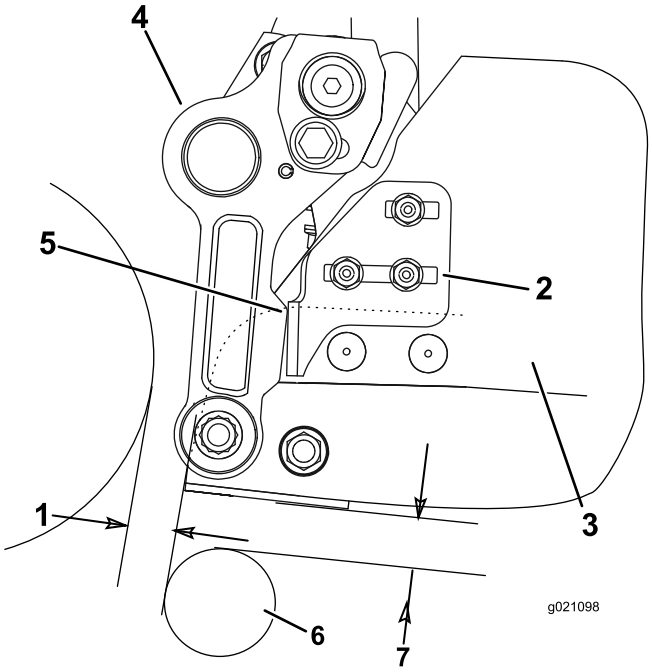

Figure 10
- On each side of the basket, loosen the carriage bolt nuts securing the basket stop brackets to the basket (Figure 10).
- Position the basket so that it is parallel to the cutting unit with a minimum clearance of .250 inches (6 mm) between the lip of the basket and the reel (Figure 10).